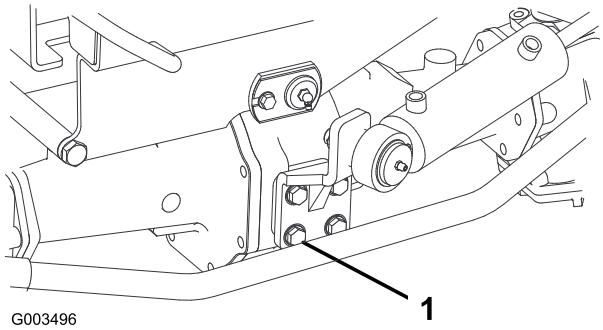

Figur 69
2. Trekk til de fire boltene for styresylinderfestet (Figur 69) med et moment på 65–81 Nm.